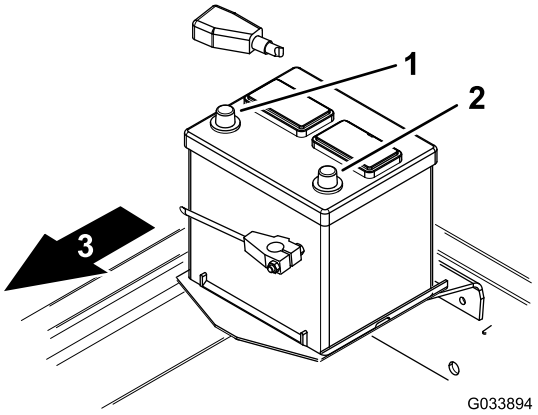

Figur 11
2. Monter den positive batterikabelen (rød) til den positive (+) polen og skyv en gummihette over den positive polen (Figur 11).
3. Monter den negative batterikabelen (svart) til den negative (-) batteripolen (Figur 11).